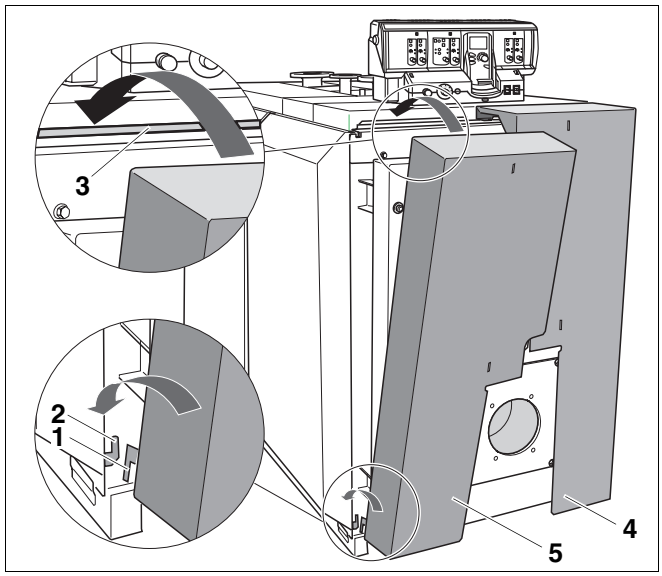

Rys. 40 Montaż lewego płaszcza drzwiczek kotła
Płaszcz drzwiczek kotła składa się z części prawej (rys. 40, **poz. 4**) i części lewej (rys. 40, **poz. 5**). Montaż lewego i prawego płaszcza drzwiczek kotła odbywa się w identyczny sposób. Sposób montażu opisano na przykładzie lewego płaszcza drzwiczek kotła.
- Wczepić zaczep lewego płaszcza drzwiczek kotła (rys. 40, **poz. 1**) w zaczep lewej, przedniej ścianki bocznej (rys. 40, **poz. 2**).
- Zawiesić lewy płaszcz drzwiczek kotła (rys. 40, **poz. 5**) w zagięciu przedniej pokrywy kotła (rys. 40, **poz. 3**).